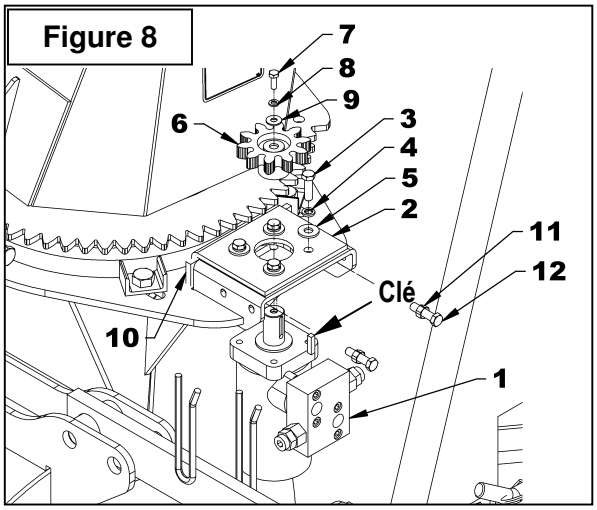

Figure 8
1. **Figure 8:** Installer le moteur (item 1) en plaçant la plaque d'ancrage (item 2) par-dessus tel qu'illustré. Fixer à l'aide de quatre boulons 3/8"NC x 1 1/4" (item 3), des rondelles de blocage et des rondelles plates (items 4-5). Serrer les boulons à la main.
2. **Figure 8:** Installer l'engrenage (item 6) avec la clé, le boulon 1/4" x 3/4" (item 4), la rondelle de blocage et la rondelle plate (items 8-9) . Serrer le boulon selon la ***"Table de Spécification des Couples"*** à la fin du manuel.
3. **Figure 8:** Insérer le fer plat d'ancrage (item 10) entre la plaque d'ancrage (item 2) et le support de moteur tel qu'illustré. Visser les écrous 3/8" (item 11) au maximum sur les deux boulons 3/8"NC x 1 1/2" (item 12). Installer ces deux boulons (item 12) en les vissant dans le fer plat d'ancrage (item 10).